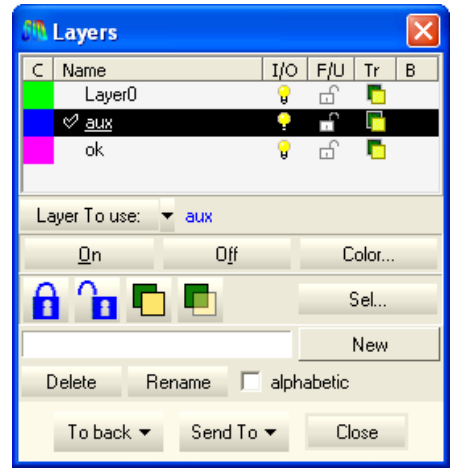

Figure 1. The **Layers** window
2. Create two new layers called “aux” and “ok”. Enter the name for each layer in the Layers window (Figure 1) and click **New**.